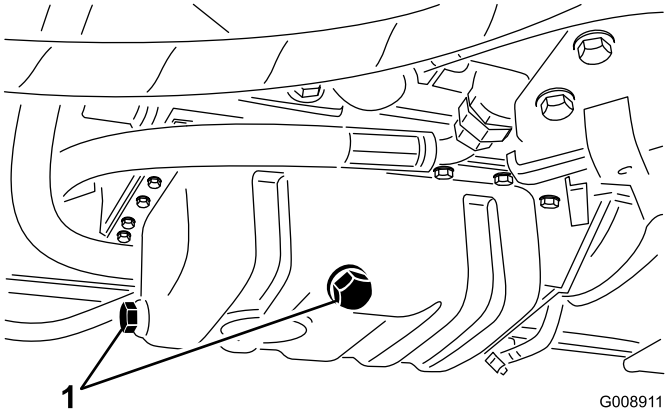

Figur 45
1. Afmonter en af aftapningspropperne (Figur 45), og lad olien løbe ned i en dræningsbakke. Sæt aftapningsproppen på igen, når olien holder op med at løbe.